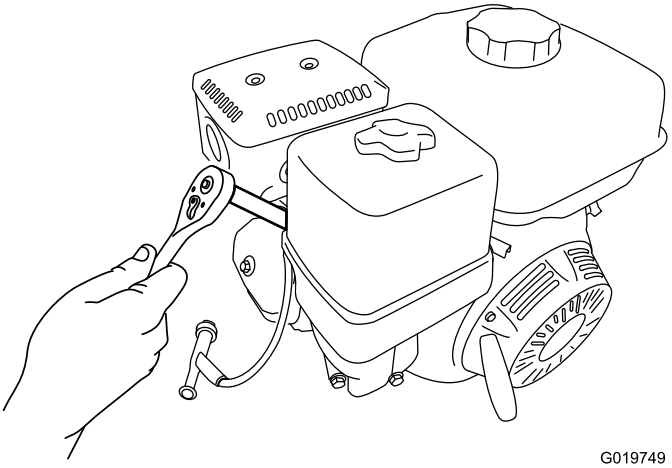

Figure 54
5. Avec une clé de 20 mm (13/16 po), tournez la bougie dans le sens antihoraire pour la déposer ainsi que la rondelle d'étanchéité (Figure 54).
2. Avec une clé de 20 mm (13/16 po), tournez la bougie dans le sens horaire jusqu'à ce qu'elle soit en place avec sa rondelle d'étanchéité (Figure 54).